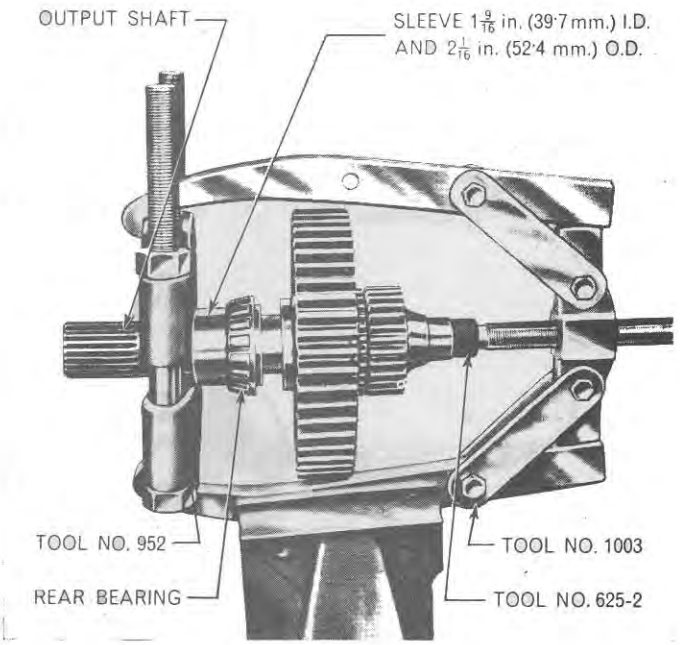

Figure 71
4. Install the steel thrust washer aligning the flats on the washer with those on the shaft, and position the rear bearing on the output shaft. Pull the bearing into position using Tools Nos. 1003, 952, 625-2 and suitable sleeve $1\frac{9}{16}$ in. (39·7 mm) I.D. and $2\frac{1}{16}$ in. (52·4 mm) O.D. of convenient length, Figure 71.